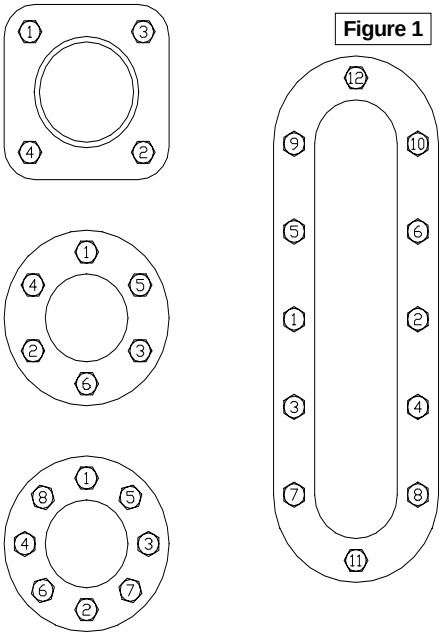

Figure 1
2. Flange type glass retainers are held in place with from 3 to 24 nuts or cap screws, depending on the model. They should be removed by turning them in a counter clockwise direction. Loosen fasteners evenly in reverse of the pattern shown in *Figure 1*.
5. Using a torque wrench, tighten the fasteners in a regular pattern to avoid uneven loads on the glass. *See Figure 1.* Torque individual fasteners in stages, moving to the next fastener after each increment of torque. A maximum difference of 5 foot-pounds (7 N' m) between fasteners should be maintained on larger units, and less on smaller ones. Continue torquing until the values shown in Tables 1-3 are attained.